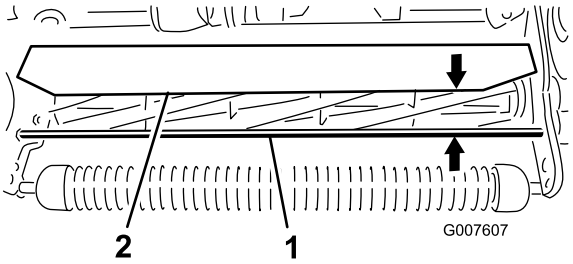

Figur 51
1. Mål afstanden fra toppen af den forreste støttestang til forkanten af afskærmningen i hver ende af klippeenheden (Figur 51).